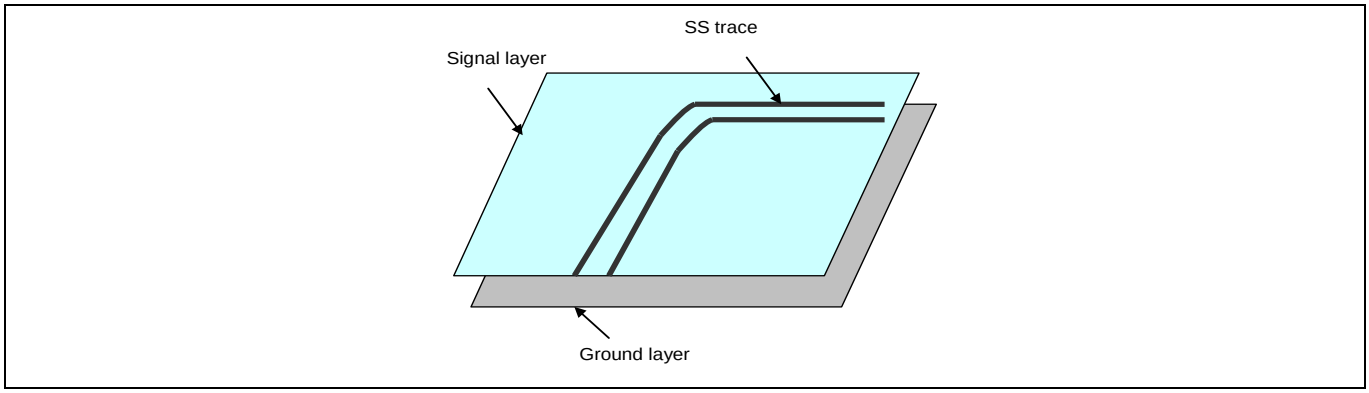

Figure 15 Solid ground plane under the SuperSpeed signal
- Route all USB/LVDS signal lines entirely over a solid ground plane on an adjacent layer. Splitting the ground plane underneath the USB/LVDS signals increases the loop inductance, which introduces impedance mismatches and increases electrical emissions. See Figure 15